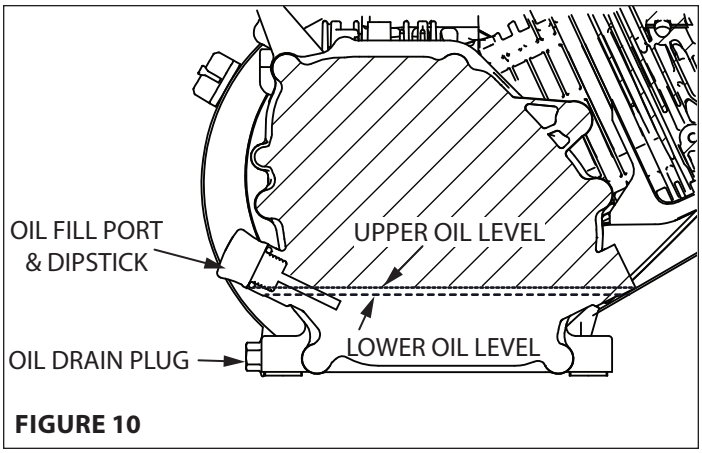

**FIGURE 10**
2. Remove oil drain plug and empty oil into suitable oil container. Dispose of oil properly. **SEE FIGURE 10**
3. Reinstall drain plug. Remove dipstick (if applicable) or oil fill cap. **SEE FIGURE 10**
4. Fill with appropriate oil to "FULL" or top line of dipstick; otherwise to top thread of oil fill hole. **SEE FIGURE 10**